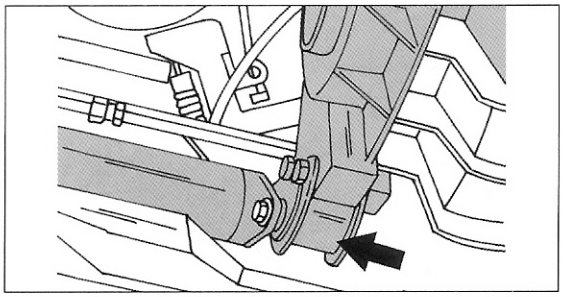

Bild 33
- Die Drehmomentstütze an der in Bild 33 gezeigten Stelle abschrauben. Anzugsdrehmomente auf der linken und rechten Seite sind unterschiedlich.
- Die Drehmomentstütze in Bild 33 auf der Getriebeseite mit 90 Nm, auf der anderen Seite mit 50 Nm anziehen, nachdem sie in die richtige Lage gebracht wurde.